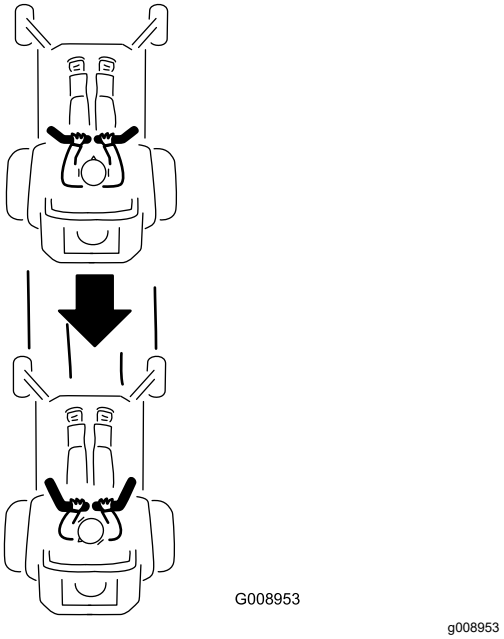

**Figur 27**
2. Skyv bevegelseskontrollspakene forsiktig bakover for å gå i revers (Figur 27).